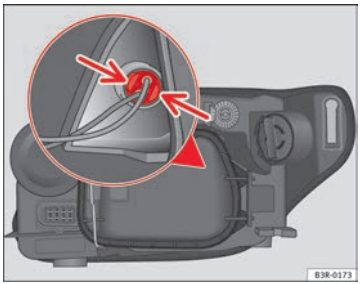

Fig. 210 Side light bulb (outside of vehicle)
– Gently press on the bulb holder tabs ⇒ fig. 210 and pull the cover upwards (it can also be removed by pulling on the bulb holder wires).